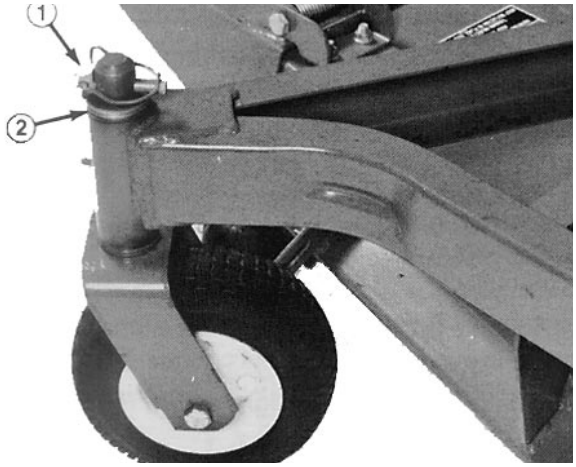

Fig. 12
4. Inserire un cacciachiodi nella sezione superiore o inferiore del tubo di montaggio, e spingere una boccola fuori del tubo (Fig. 12). Togliere anche la seconda boccola, quindi pulire l’interno dei tubi per rimuovere la morchia.